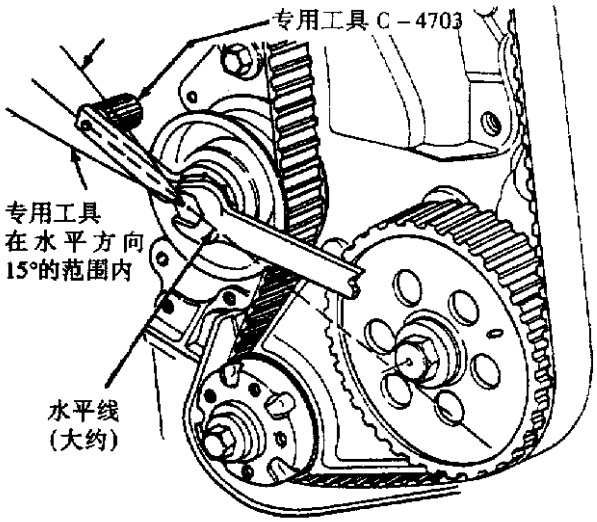

图 3－20　调节驱动皮带张紧力
(12)检查泡沫材料块的状况和位置(图 3－21)，泡沫材料块应未受损并确保其置于发动机支架凹槽内。